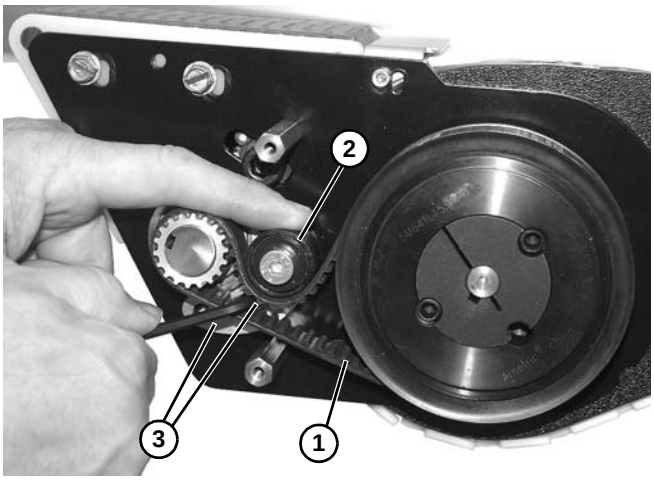

Figure 124
- On idler end, route and install belt **(Figure 124, item 1)** as shown. Press down on tensioner **(Figure 124, item 2)** and tighten two hex head screws **(Figure 124, item 3)**.